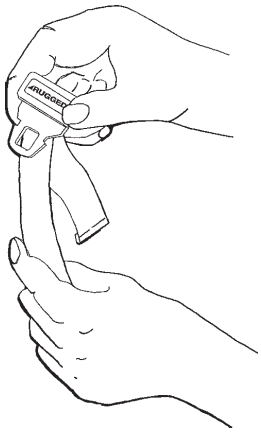

Figure 34 - Rallongement de la sangle de retenue
- **Pour rallonger la sangle de retenue,** saisir la boucle mâle, la tourner en l'inclinant vers l'intérieur de la sangle et la tirer (Figure 34). Une languette cousue à l'extrémité de la sangle empêche le fermoir de se détacher de la sangle.